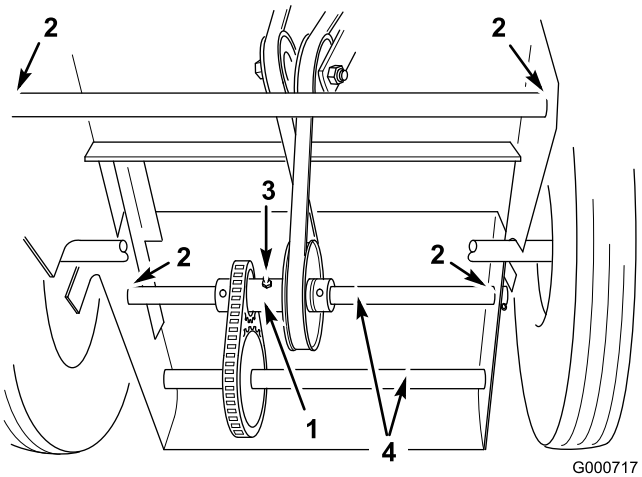

Figuur 25
- Op de draaipunten van de voorwielsteun in de motorgrondplaat (Figuur 25)
- Op het draaipunt van de achterste assen van de tractie in de motorgrondplaat (Figuur 25)
Smeer het achterste spanpoelie-stel om de 25 bedrijfsuren met Nr. 2 vet voor algemene doeleinden. Dit moet vaker gebeuren als de machine wordt gebruikt in stoffige of zanderige omstandigheden (Figuur 25). Spuit vet in de nippel totdat dit bij de lagers naar buiten komt.